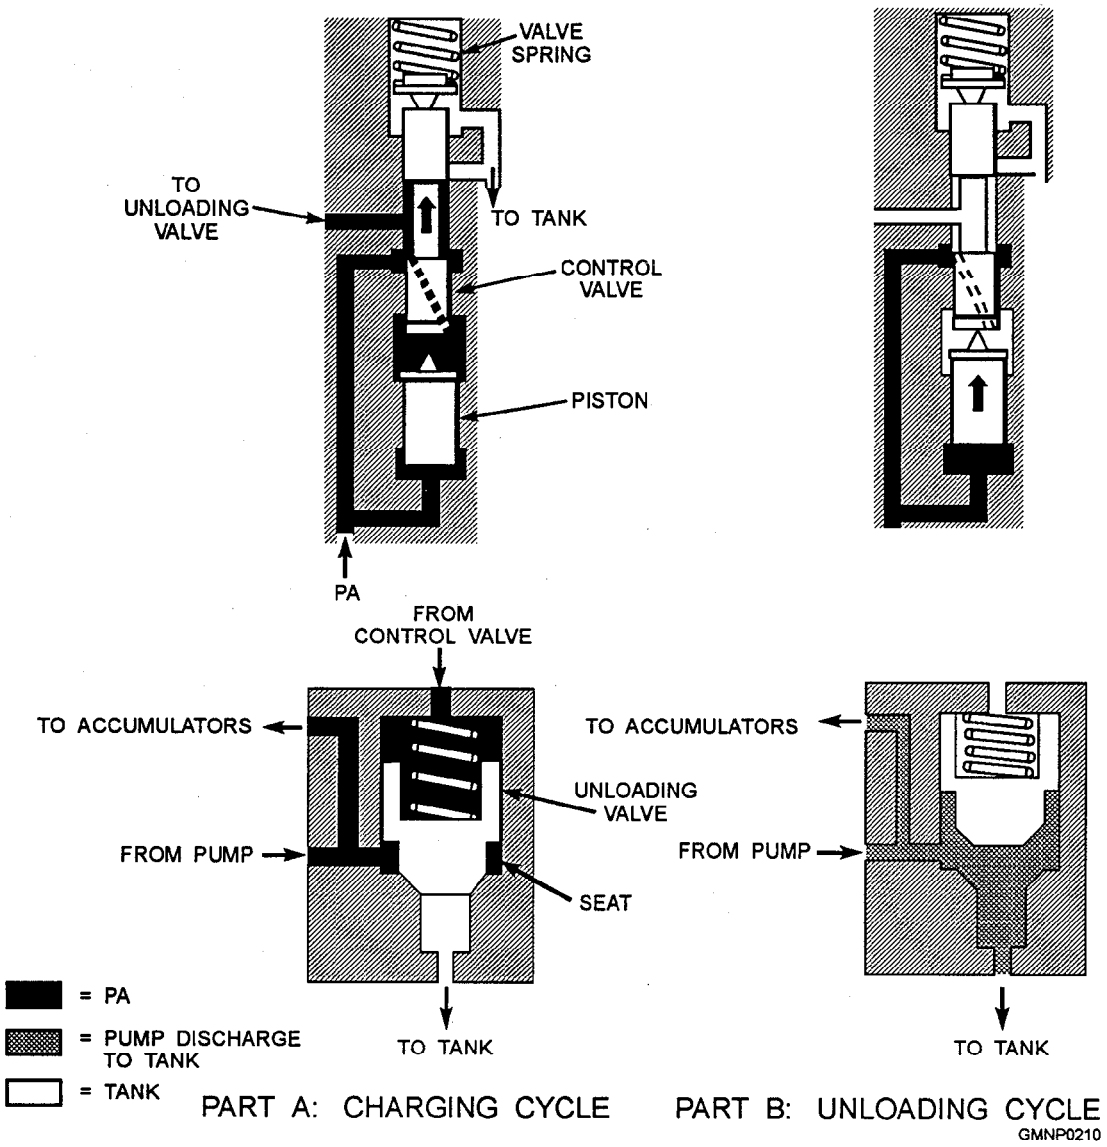

Figure 4-18.—Control and unloading valves.
The control and unloading valves shown in figure 4-18 are used to regulate the operating pressure in an accumulator power drive system. The operating range of the fluid pressure for the functional description that follows is assumed to be 950 psi to 1,050 psi.
During an accumulator charging cycle (fig. 4-18, part A), the spring holds the control valve in the DOWN position. A drilled hole through the lower land of the control valve ports system pressure (PA) from the accumulator to the chamber between the control valve and its piston. The' piston has PA applied to both ends and, therefore, does not affect operation of the control valve during this portion of the cycle. However, PA is only applied to the lower end of the control valve. The position of the control valve is determined by the amount of pressure in the accumulator system. As the pressure increases, the valve moves upward against spring pressure.